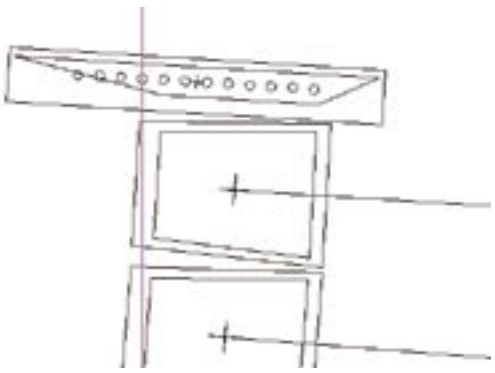

Figure 8.1. MG-MICA with MGCP installed (zoomed view)
5. You will see the center of gravity line and the pick-up holes on the MGCP-MICA. Select the closest hole to the line. Refer to Figure 8.1.